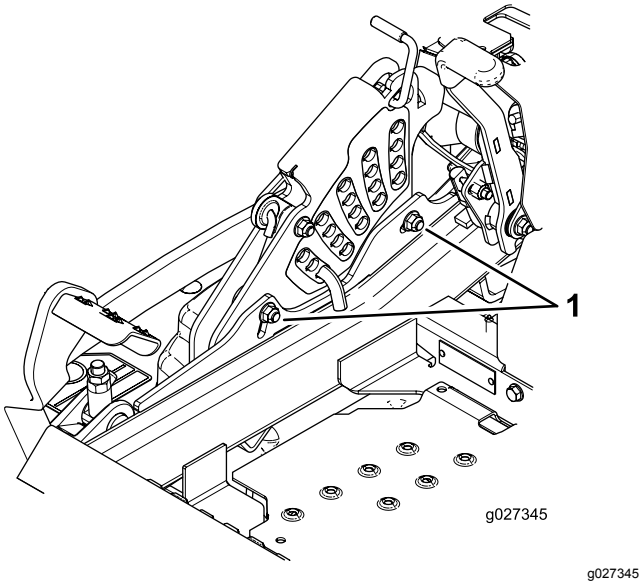

**Figur 98**
11. Lossa de två skruvarna längst ned på klipphöjdsplattan för att justera enkelpunktssystemet (Figur 98).
13. Dra åt de två skruvarna som sitter längst ner på klipphöjdsplattan (Figur 98).